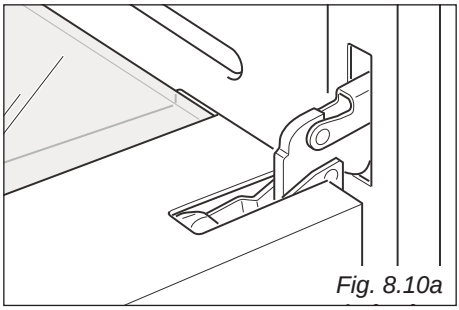

Fig. 8.10a
- Open the door to the full extent (fig. 8.10a).